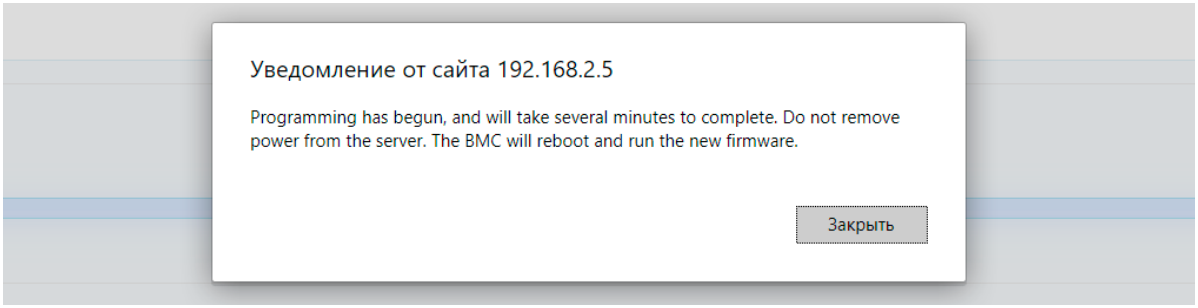

Рис. 78. Окно с уведомлением о завершении установки обновления BMC
7) После обновления BMC появиться сопутствующая надпись об успешном завершении обновления. Окно показано на рис. 78 Окно с уведомлением о завершении установки обновления BMC.